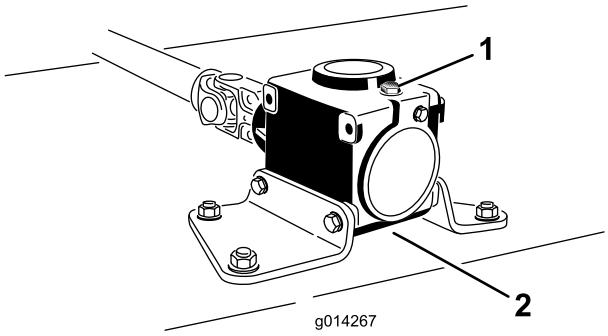

**Figur 42**
6. Fjern målepinden/påfyldningsproppen, der sidder oven på gearkassen (Figur 42), og kontroller, at oliestanden står mellem mærkerne på målepinden.
6. Fjern målepinden/påfyldningsproppen, der sidder oven på gearkassen (Figur 42).